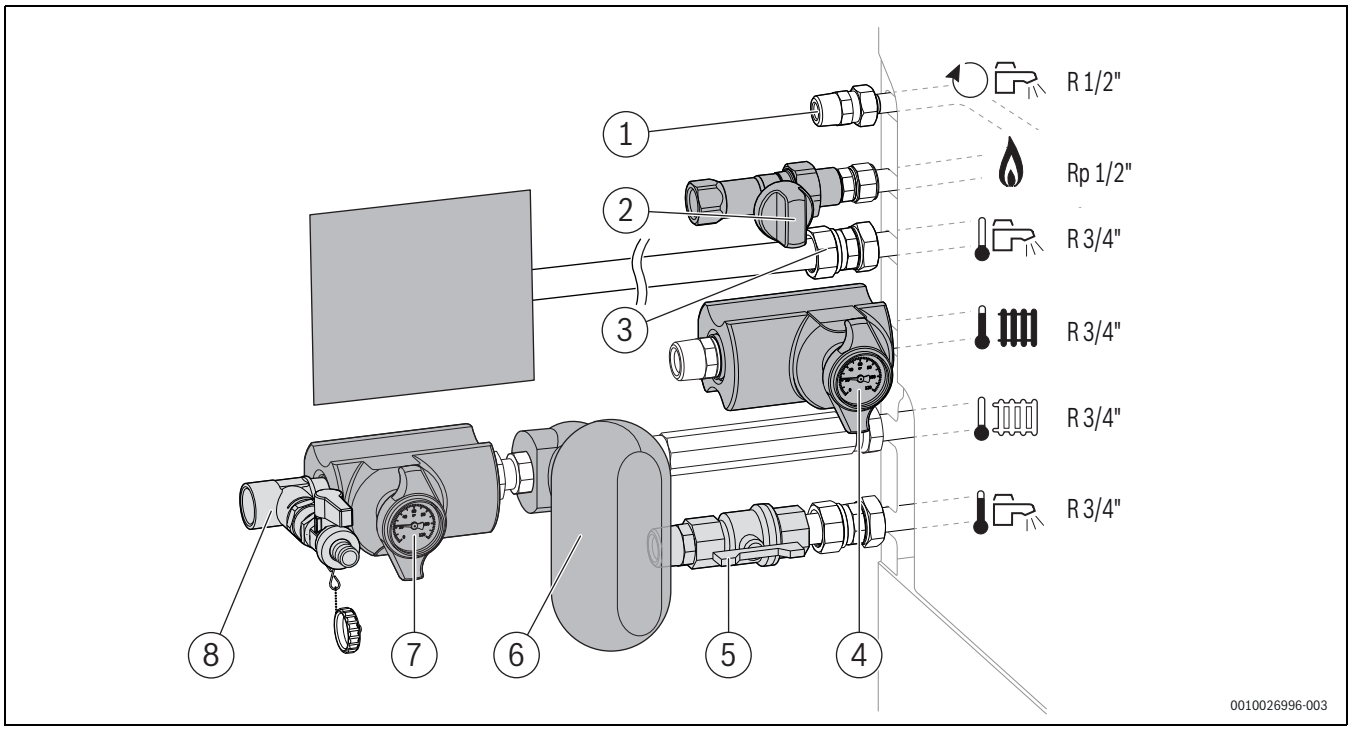

Rys. 122 Osprzęt zestawu armatur CS 28-1 – Przykład: przyłącza poziome po lewej stronie
- ▶ Otworzyć zawór na zasilaniu instalacji grzewczej (→ rys. 122, [3]) oraz zawór na powrocie instalacji grzewczej (→ rys. 122, [5]).
- ▶ Korzystając z urządzenia napełniającego (osprzęt dodatkowy **CS 30**) (→ rys. 122, [4]) napełnić instalację grzewczą do ciśnienia od 1 do 2 barów.